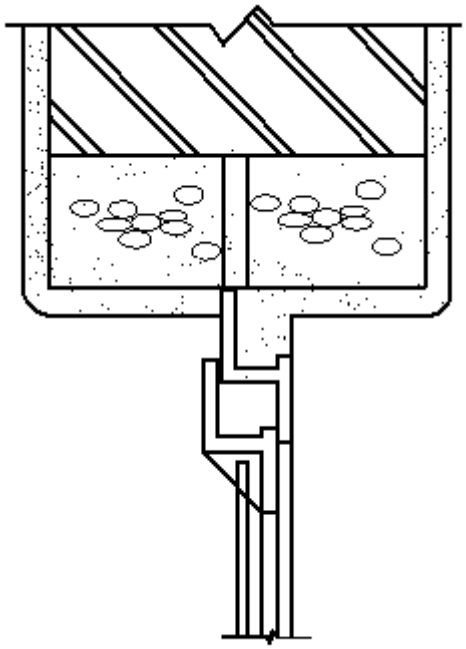

FIGURE 1
2.2 FIGURE 1, DIAGRAM SHEET 1 (attached) shows the top part of a vertical section through a steel window frame opening in double leaf brickwork.